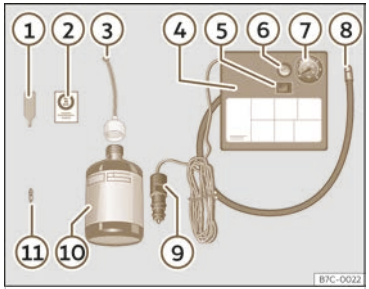

Fig. 251 Standard representation: contents of the tyre mobility kit.
The tyre mobility kit is located in the luggage compartment under the floor trim. Includes the following components ››› **Fig. 251**:
- Unscrew the tyre valve cap and insert. Use the device ››› **Fig. 251** ① to remove the valve cap. Place it on a clean surface.
- Shake the tyre sealant bottle vigorously ››› **Fig. 251** ⑩.
- Screw the tyre inflation hose ››› **Fig. 251** ③ into the tyre sealant bottle. The bottle's seal will break automatically.
- Remove the filler cap ››› **Fig. 251** ③ and screw the open end of the tube into the tyre valve.
- Replace the valve insert with the device ››› **Fig. 251** ① onto the tyre valve.
- Screw the tyre inflation tube of the compressor ››› **Fig. 251** ⑧ onto the tyre valve.
- Check that the air evacuation screw is closed ››› **Fig. 251** ⑥.
- Attach the connector ››› **Fig. 251** ⑨ to the vehicle’s 12 volt power outlet ››› **page 255**.
- Switch on the air compressor with the ON/OFF switch ››› **Fig. 251** ⑤.
- Attach the sticker ››› Fig. 251 ② to the instrument cluster display, within the driver's field of vision.
Screw in the inflator tube ››› Fig. 251 ⑧ again and check the pressure on the gauge ⑦.